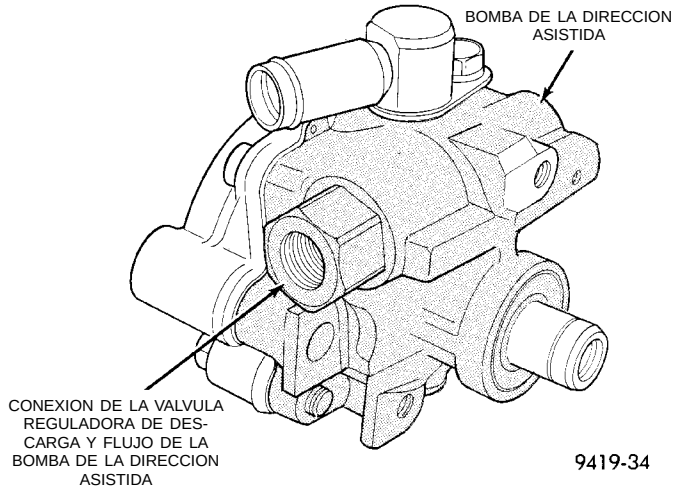

Fig. 5 Conexión de la válvula reguladora de descarga y flujo de la bomba
(2) Retire la conexión de la válvula reguladora de flujo del cuerpo de la bomba de la dirección asistida (Fig. 5). **Evite que la válvula reguladora de flujo y el muelle se deslicen fuera del hueco del cuerpo de la bomba**